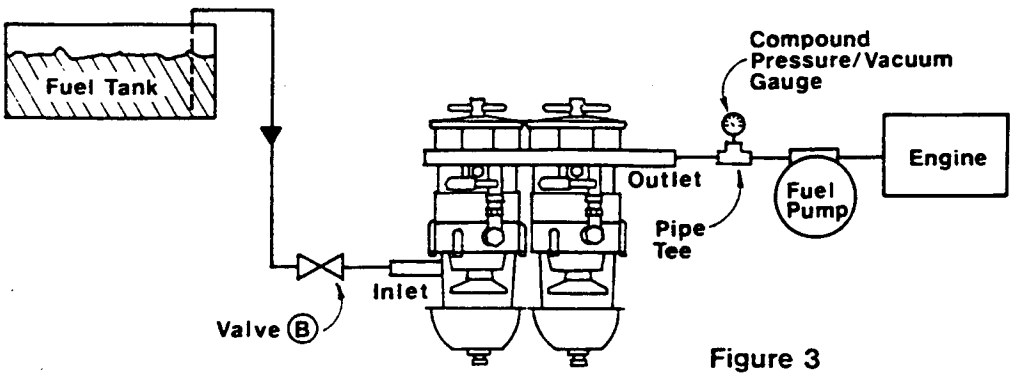

Figure 3
5. On a 75/900MA, 75/1000MA, or 79/1000 MA unit, a pipe tee with a compound vacuum/pressure gauge must be installed on the *outlet* side of the filter system. A valve must also be installed on the *inlet* side of the filter system. (See Figure 3 and Accessories Section.)
1. Check outlet gauge. If gauge reads 4 or more inches of vacuum (inHg) close the outlet valve of the unit to be serviced. (See Figure 3.)
18351	Manual Valve-1" NPT (See Fig. 3)